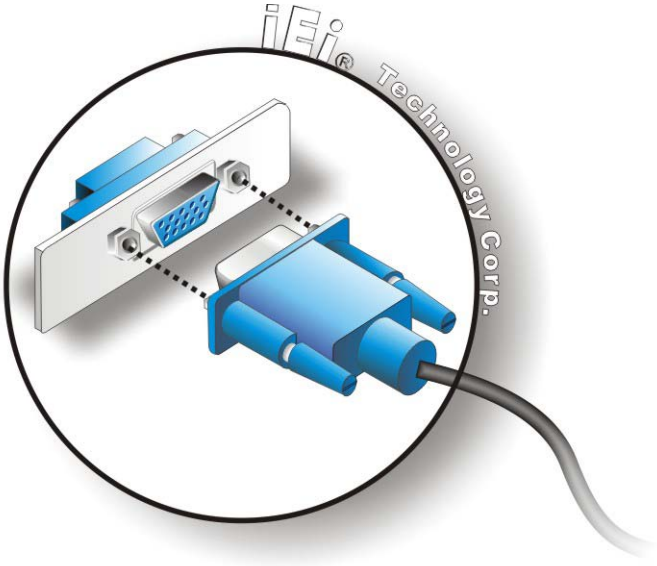

Figure 4-15: VGA Connector
Step 3: **Insert the VGA connector**. Once the connectors are properly aligned with the insert the male connector from the VGA screen into the female connector on the KINO-AQ870. See **Figure 4-15**.